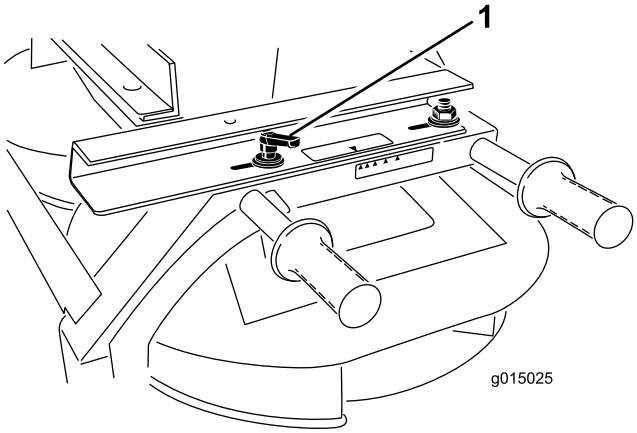

Figur 32
1. Løsne håndtaket på begge sider av dobbeltspinneren (Figur 32).